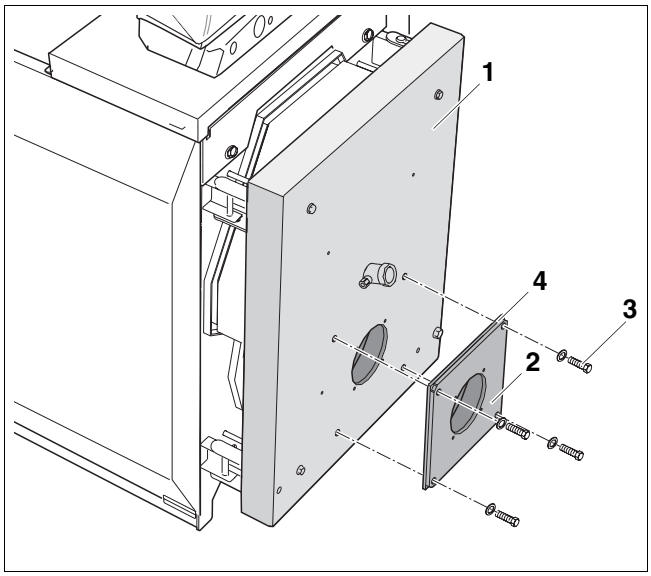

Рис. 37 Монтаж пластины под горелку
- Закрепить пластину (рис. 37, **поз. 2**) на дверце горелки (рис. 37, **поз. 1**), используя болты и шайбы (рис. 37, **поз. 3**) (для уплотнения установить прокладку).